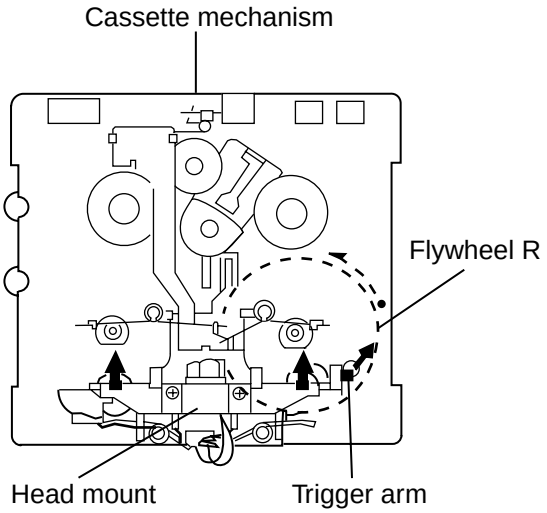

Fig.1 (Mechanism A side)
■ Removing the playback,recording and eraser heads (See Fig.1~3)
1. While shifting the trigger arms seen on the right side of the head mount in the arrow direction,turn the flywheel R in counterclockwise direction until the head mount has gone out with a click (See Fig. 1).